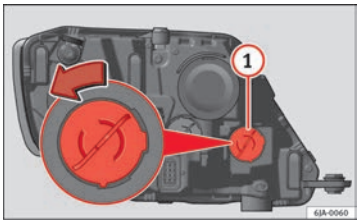

Fig. 151 Changing turn signal light bulbs
– Turn the bulb holder ⇒ Fig. 151 (1) anti-clockwise and remove it.